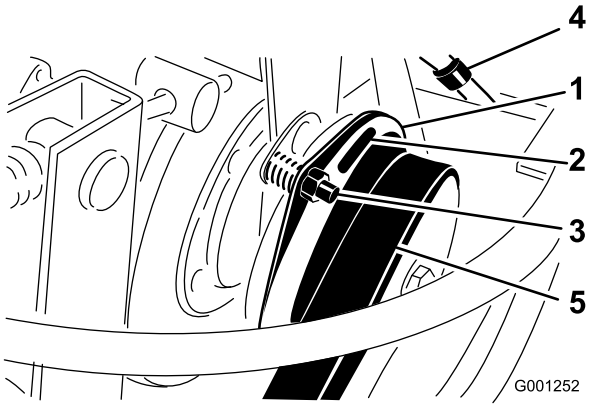

Figuur 79
3. Stel de elektrodenafstand zodanig in dat u een lichte druk voelt als u een voelermaat van 0,4 mm tussen de koppelingsvoering en de frictieplaat schuift (Figuur 79).
Opmerking: U kunt de afstand verkleinen door de stelmoer rechtsom te draaien (Figuur 79). De maximale elektrodenafstand is 0,76 mm. Stel alle 3 elektrodenafstanden af.